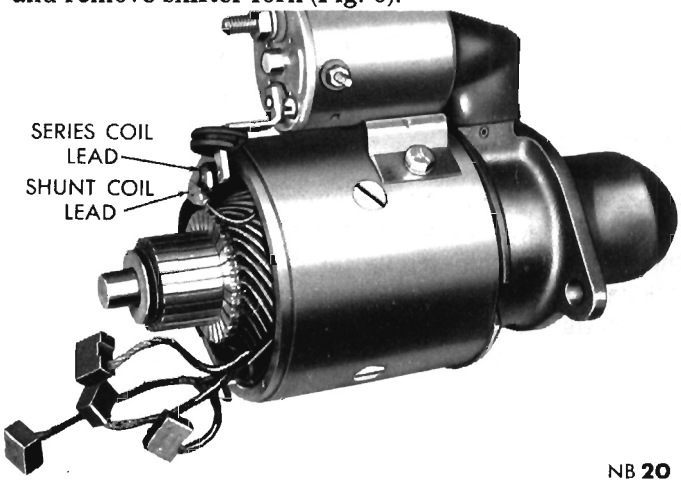
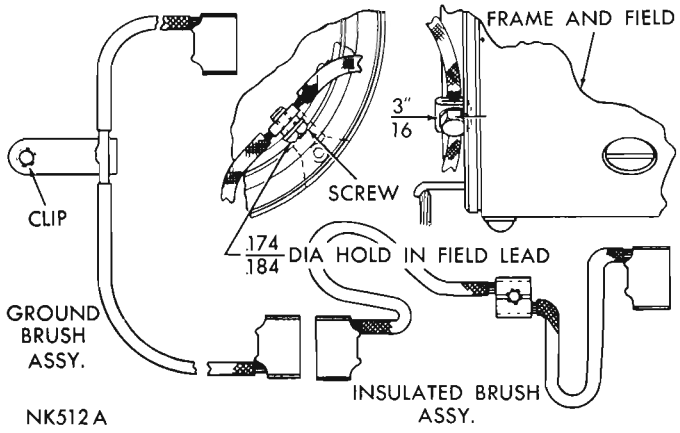

Fig. 3—Field Coil Leads Disconnected from Solenoid Connector
Fig. 7—Brush Replacement
(5) Disconnect field coil leads at solenoid connector (Fig. 3).
(10) Slide overrunning clutch pinion gear toward commutator end of armature, drive stop retainer toward clutch pinion gear to expose snap ring and remove snap ring.
(11) Slide overrunning clutch drive from armature shaft.
(12) If it is necessary to replace field coils, remove the ground brushes terminal attaching screw and raise the brushes with terminal and shunt wire up and away from field frame (Fig. 7). Remove pole shoe screws with special pole shoe impact screwdriver, Tool C-3475.
(1) Brushes that are worn more than 1/2 the length of new brush, or are oil-soaked, should be replaced. Brushes and springs can be replaced after removing commutator end head and brush plate.
(2) Disengage brushes from brush holders and remove brush plate.
(3) Disconnect series coil and shunt field coil terminal at solenoid connector (Fig. 3).
(4) Remove ground brush terminal screw and carefully remove ground brush set to prevent breaking shunt field lead.
(5) Remove shunt field from old brush set to ensure as much length as possible.
(6) Remove field terminal plastic covering and remove old brushes. Use side cutters to break the weld by rolling the stranded wire off the terminal.
(7) Drill a .174 to .184 inch hole in the series coil terminal 3/16 of an inch from top of terminal to centerline of hole (Fig. 7). (Use a number 16 drill.)